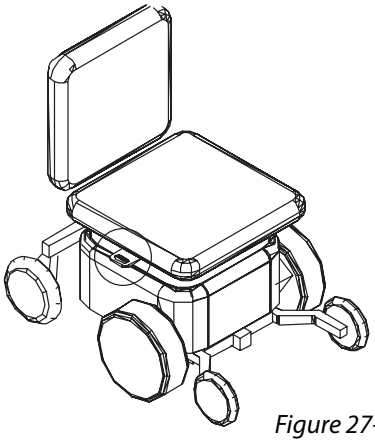

Figure 27-4
6. Replace the seat on the chair. *[Figure 27-4]*